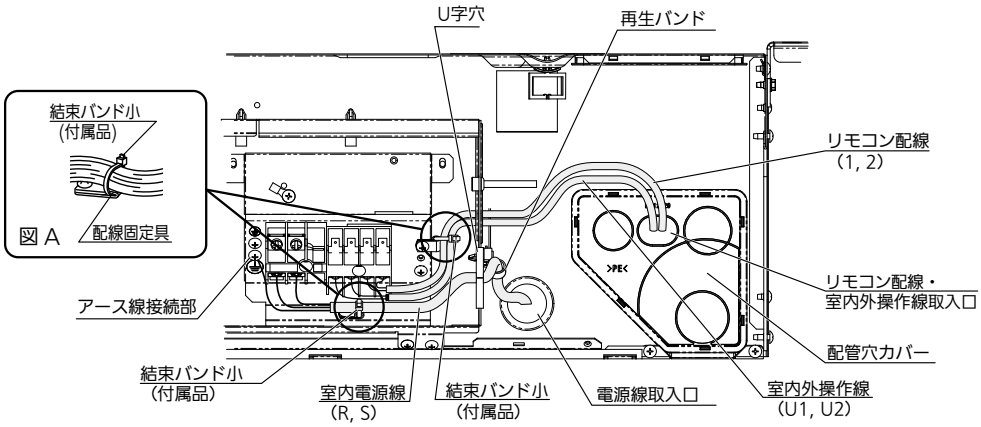

図28
- ワイヤードリモコン使用の場合、配管穴カバーにカッター等で穴を開けて、配線を通してください。（図28）
- 電源線を室内ユニット背面の電源線取入口から電装ボックス側面のU字穴を通し電装ボックスに引き込んでください。（図28）
- リモコン配線および室内外操作線を、室内ユニット背面右側のリモコン配線・室内外操作線取入口から電装ボックスの側面中央の穴を通し、電装ボックスに引き込んでください。（図28）